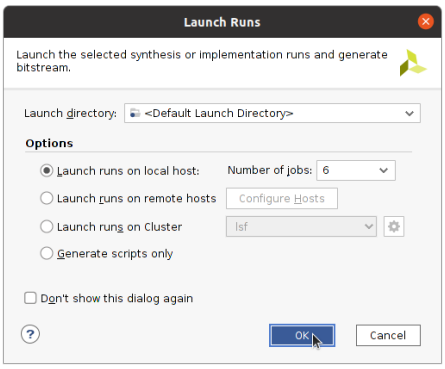

Figure 14: Generate Bitstream
7. Next click on **OK** in the **Launch Runs** window. Make sure that **Launch Runs on local host** option is checked. Refer figure 14.